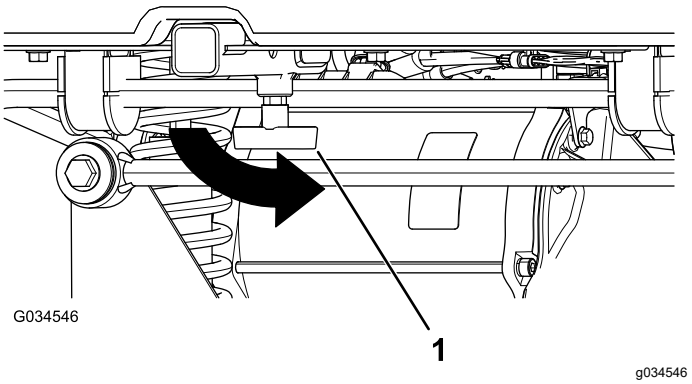

**Figur 20**
4. Stram "T"-håndtaget ved at dreje det mod uret (Figur 20).